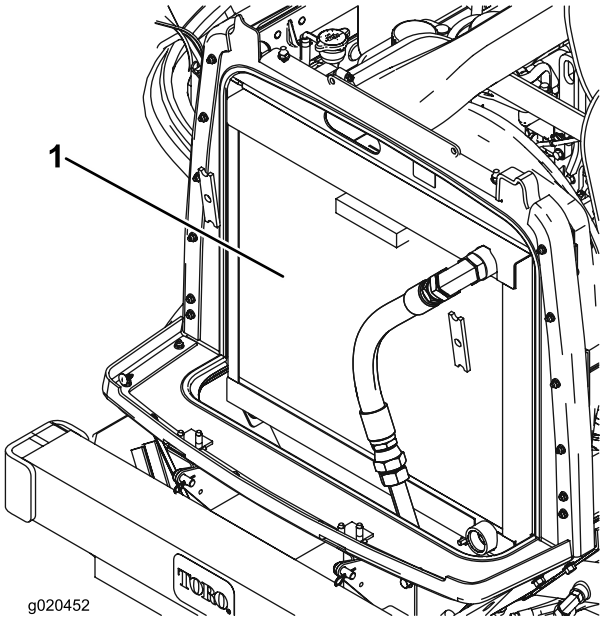

Figuur 66
2. Reinig beide zijden van de radiateur/oliekoeler (Figuur 66) grondig met perslucht. Begin aan de ventilatorzijde en blaas het vuil eruit naar de achterkant. Reinig vervolgens de oliekoeler vanaf de achterkant en blaas het vuil naar de voorkant. Herhaal deze procedure verschillende keren totdat het maaisel en het vuil geheel zijn verwijderd.